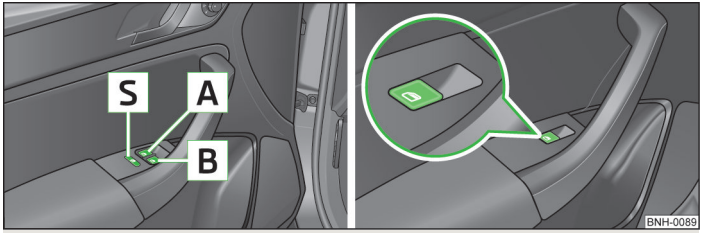

Fig. 17 **Buttons on the driver's door/in the rear doors**
- It is recommended to deactivate the electrically operated power windows in the rear doors (safety pushbutton) S » Fig. 17 when children are being transported on the rear seats.
The buttons for power windows in the rear doors can be deactivated by pressing the safety pushbutton S » Fig. 17. The buttons for the power windows in rear doors are activated again by pressing the safety pushbutton S again.